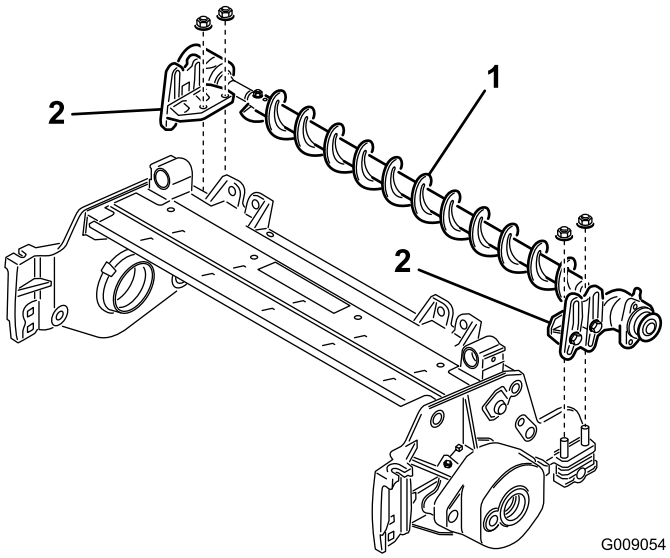

Рисунок 8
7. Поместите монтажные кронштейны щетки катка на болты кронштейна катка (Рисунок 8).